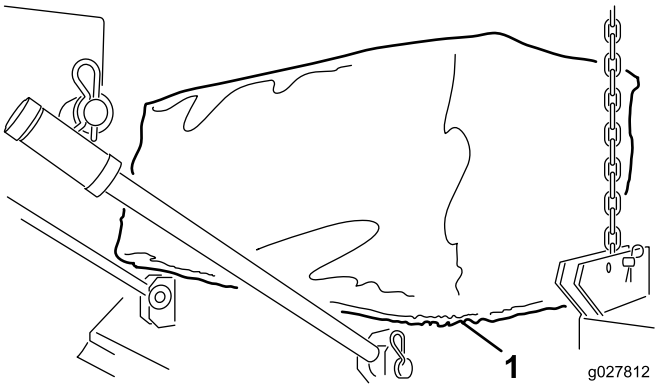

Bild 4
4. Legen Sie den Gewebering um die Lippe am Versa-Vac und den Mähwerköffnungen (Bild 4).